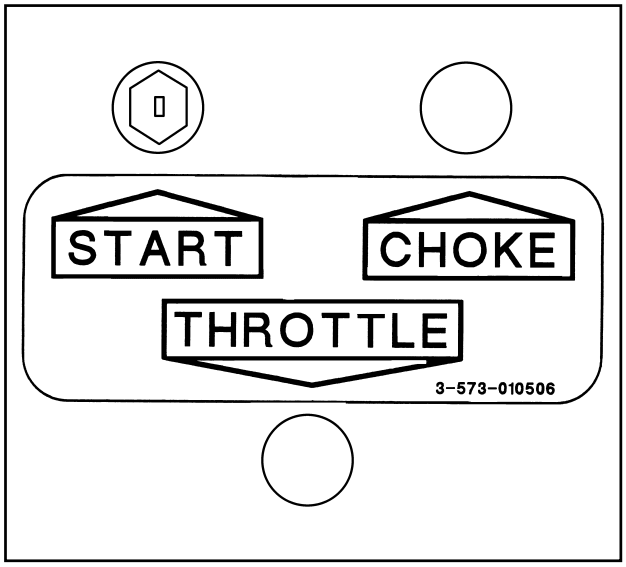

**Figure 3-5 Engine Control Panel**
**3-14.2** The Engine Ignition Switch, Choke and Throttle are on the Engine Control Panel mounted on the driver's side of the trailer. **(See Figure 3-5).**
**3-14.3** The **HYDRAULIC POWER SUPPLY ENGINE THROTTLE** controls the speed at which the engine operates **(See Figure 3-5)**. It is a variable position control: